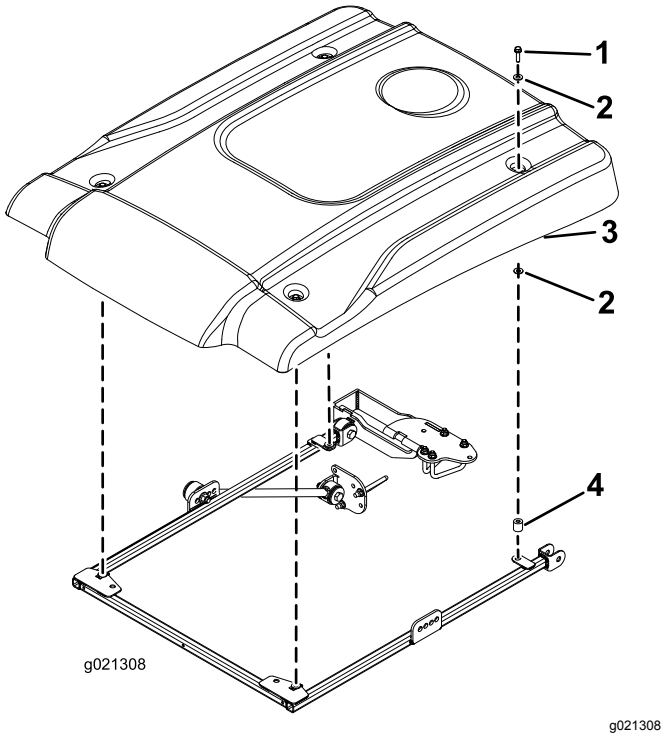

Figur 37
11. Sätt solskärmen på ramen i enlighet med Figur 37 och rikta samtidigt in monteringshålen.
12. Montera solskärmens hörn löst på ramen med en flänsskruv (5/16 × 1 1/4 tum), två små brickor och en distansbricka (Figur 37). Placera en bricka på var sida om solskärmens gummihylsa.